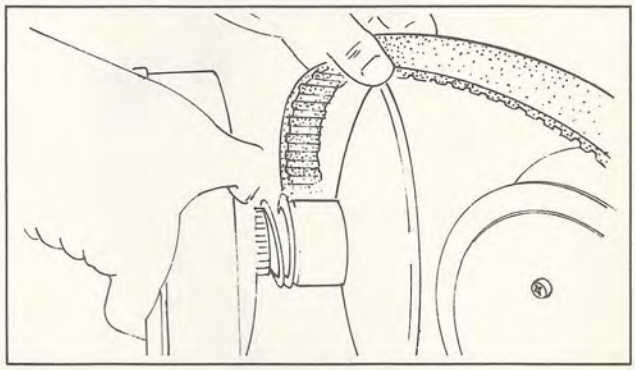

Fig. 2-11
(5) Remove the drive belt. (Fig. 2-11)